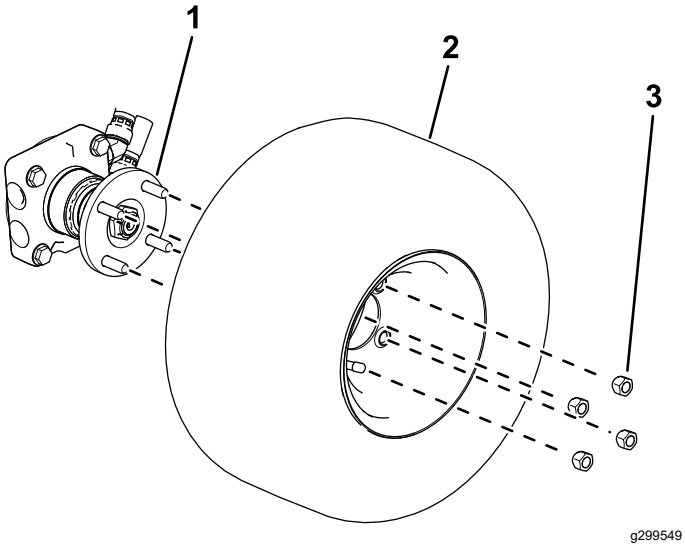

Figur 4
- **Maskiner med 4-hjulstræk:** Brug 4 hjullåsemøtrikker til at fastgøre hjulet til hjulnavet (Figur 4).